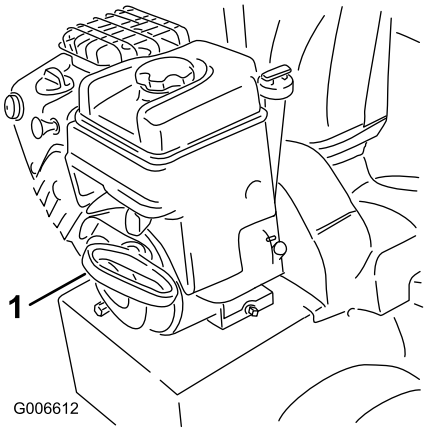

Figur 23
7. Trekk i tilbakespolingsstarteren (Figur 23).